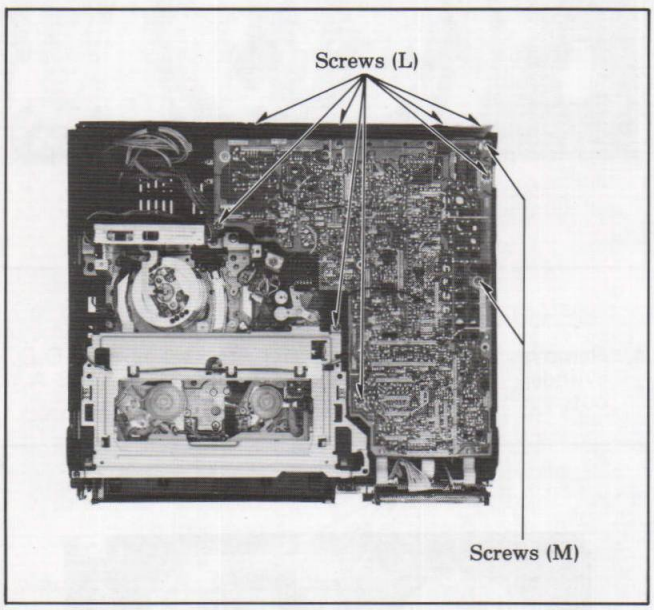

Fig. D9
Remove the 2 screws (M) and take it out from the Main C.B.A.as shown in Fig.D9 and D11. Remove the shield case then checking can be performed.